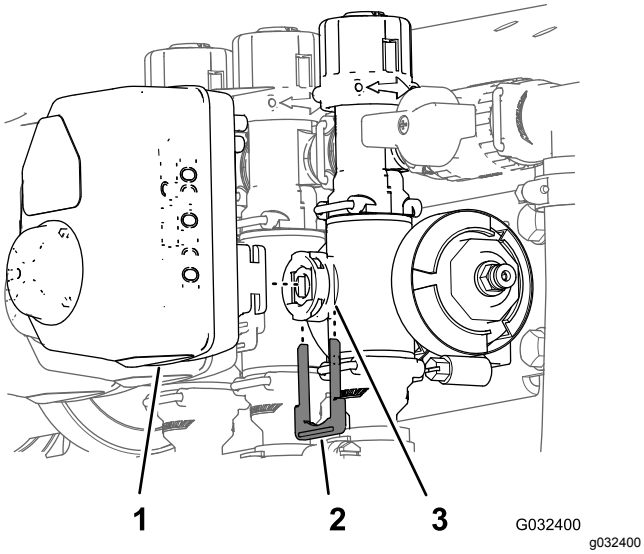

Figuur 56
1. Verwijder de borgclip waarmee de actuator bevestigd is aan de verdelerklep van de spuitboomklep (Figuur 56).
2. Verwijder de actuator uit de verdelerklep (Figuur 56).